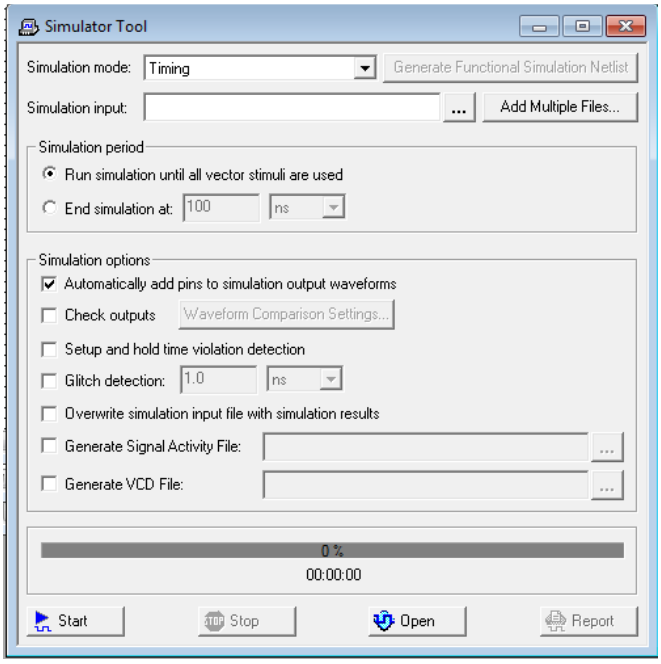

Figure 5b
e. Set the *Simulator Mode* to **Timing** as in Figure 5b.